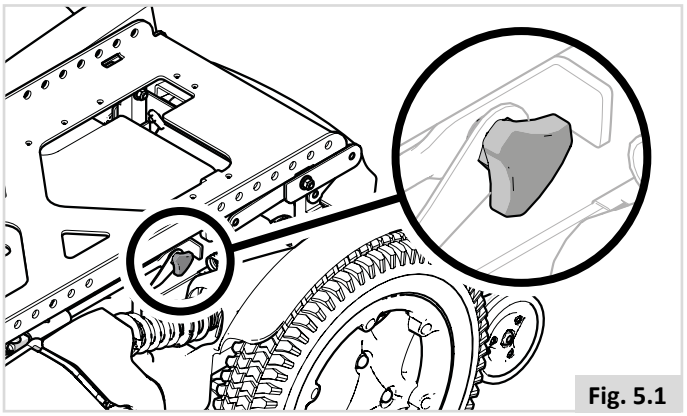

Fig. 5.1
- Assicurarsi che le manopole dell'interfaccia della seduta siano ben strette e fissate saldamente (Fig. 5.1).